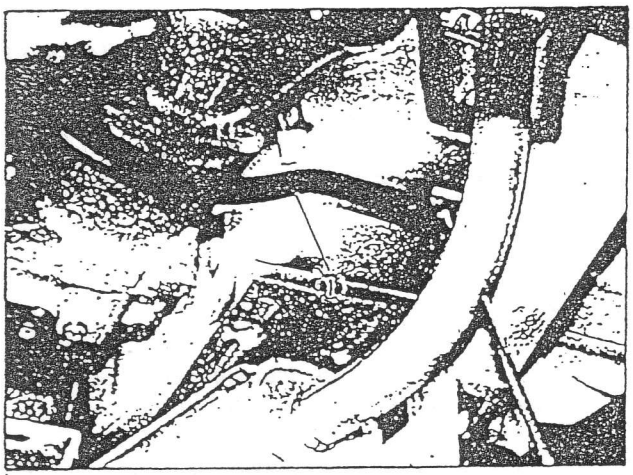

Fig. 13-2-4
13) Desmonte el tubo (1) indicado en la Fig. 13-2-4.